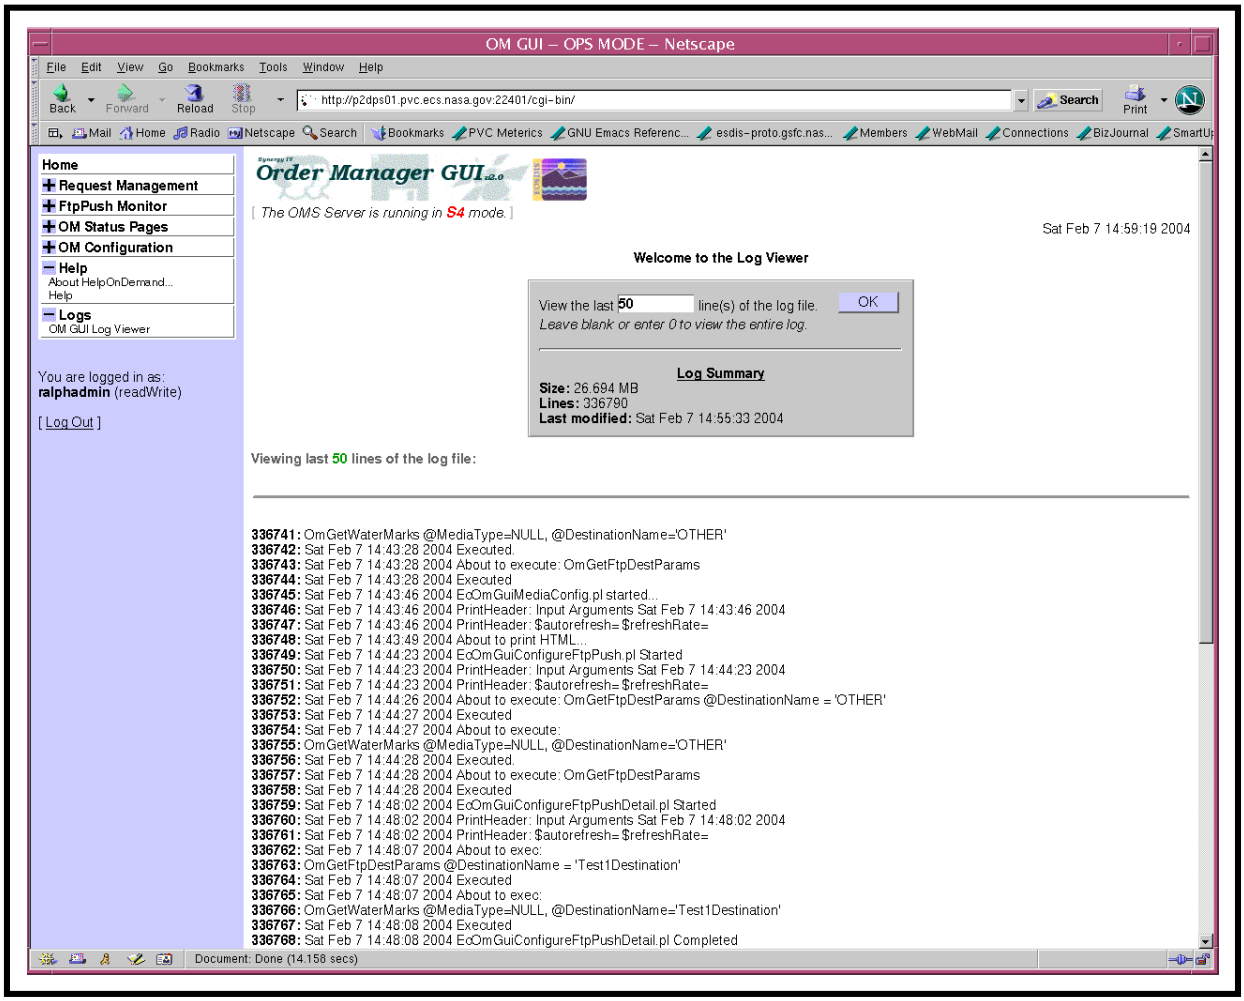

Figure 64. Example of OM GUI Log Contents
- The specified lines from the log file are displayed as shown in the example, Figure 64.